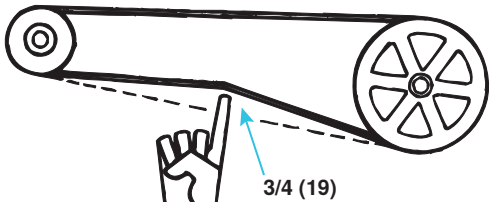

Figure 21. Checking Belt Tension
- Proper belt tension is important to the long life of the belt and motor. A loose belt will cause wear and slippage. Too much tension will cause excessive motor and blower bearing wear. Check belt tension as shown in **Figure 21**.
- If the belt cannot be depressed 3/4 inches (19 mm), as shown in **Figure 21**, adjust the belt tension as follows: